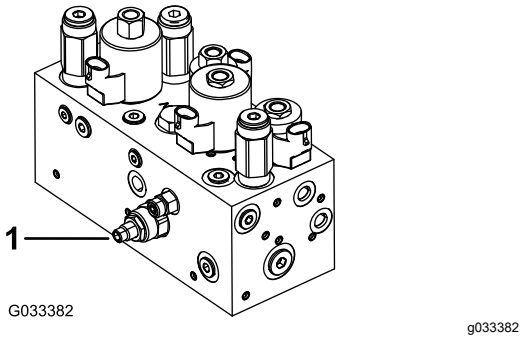

Rysunek 48
Obwód podniesienia/opuszczenia jednostki tnącej jest wyposażony w zawór regulacji przepływu (Rysunek 48). Zawór ten jest fabrycznie ustawiony w pozycji otwartej w przybliżeniu o 3 obroty, ale w celu kompensacji różnic temperatury oleju hydraulicznego, prędkości koszenia itp. konieczne może być jego wyregulowanie.
1. Podnieś fotel i zlokalizuj zawór regulacji przepływu dla centralnej ramy ciągnącej (Rysunek 48). Znajduje się on z boku rozdzielacza hydraulicznego.